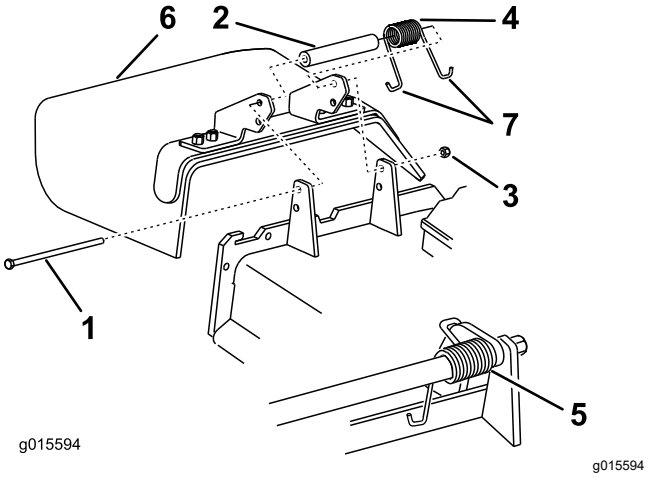

**Figuur 86**
1. Verwijder de borgmoer, bout, veer en afstandsstuk waarmee de grasgeleider vastzit op de draaibeugels (Figuur 86).
2. Verwijder een beschadigde of versleten grasgeleider (Figuur 86).
**Opmerking:** Zorg ervoor dat 1 **J**-vormig haakuiteinde van de veer is gemonteerd achter de rand van het maaidek voordat u de bout monteert zoals wordt aangegeven in Figuur 86.
6. Plaats 1 **J**-vormig haakuiteinde van de veer om de grasgeleider (Figuur 86).